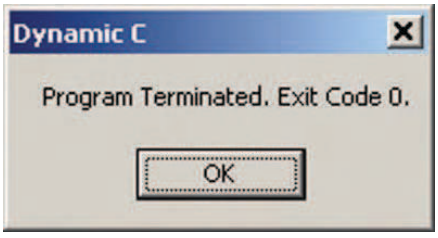

Figura 3 *Codice di errore*
In questo esempio ci sono una serie di novità da comprendere. Anzitutto il formato della funzione goto. La goto consente di far saltare il programma in un punto diverso del sorgente. Il punto in cui andare è identificato da una label (etichetta) costituita da un nome seguito da due punti (:). Nell'esempio le label sono Uguale:, Maggiore: e Minore: e vanno specificate (senza i due punti) di seguito all'istruzione goto. In ognuna delle if utilizzate non è stata inserita la coppia di parentesi graffe. Questo perché l'istruzione da eseguire all'interno della if è una sola. Nel caso di debbano eseguire più istruzioni è obbligatorio inserire le parentesi graffe. La funzione exit(0) consente di uscire immediatamente dal programma e ridare il controllo al Dynamic C. Il numero tra parentesi è un codice di errore che possiamo passare al Dynamic C per indicare una eventuale condizione d'errore. Il valore verrà visualizzato con una message box come riportato in figura 3.
In **Figura 2** vediamo il circuito stampato della basetta visto dal lato rame, mentre in **Figura 3** trovate i particolari di assemblaggio della basetta dell'MK3960 che ospita tutti i componenti elettronici del termometro ad eccezione dei 4 display DG1, 2, 3, 4 che sono montati in un'altra basetta apposi-